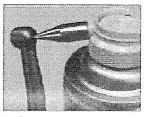

Fig.8
4. To lubricate handpiece chucks, put Spindle Nozzle into nozzle of the lubrication oil can and inject lubrication oil into the chuck (Fig.8) for 1 second. It's recommended to lubricate chuck at least once a week and then proceeds step 2.